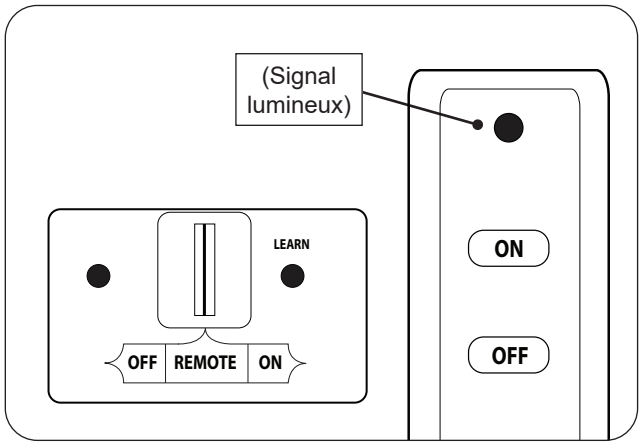

Fig. 46-1 Éclairage à distance
2. Localisez l'interrupteur ON/OFF (sur/éteint) à l'avant du boîtier de commutation et/ou l'interrupteur à 3 positions sur le récepteur à distance et appuyez/faites glisser jusqu'à la ou les position(s) **OFF** (éteint) (voir Fig. 46-1).
3. Faites glisser le commutateur à 3 positions du récepteur à distance sur **REMOTE** (télécommande) (voir Fig. 46-1).
4. Localisez la télécommande et appuyez sur le bouton **ON** (SUR) (voir Fig. 46-1). La séquence d'allumage commencera.